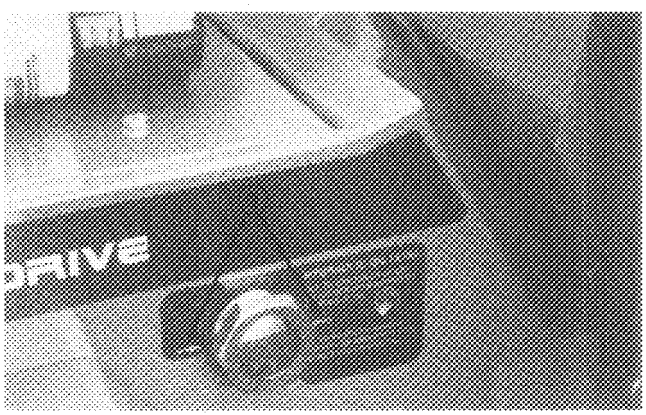

Figure 5
1. Look into sight glass (Fig. 5). Oil level should be even with arrows when checking warm oil. Oil will be 1/4 to 1/2 inch below arrows when cold.